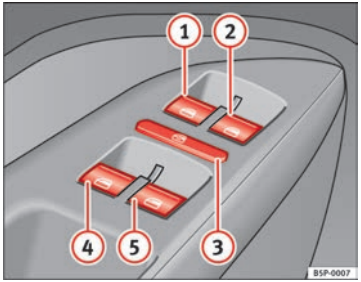

Fig. 67 Dettaglio della porta del conducente: interruttori dei finestrini anteriori e posteriori
I tasti ⇒ fig. 67 (1) e (2) hanno due livelli per l'apertura e due per la chiusura dei finestrini. In questo modo è più facile eseguire le operazioni di apertura e chiusura.